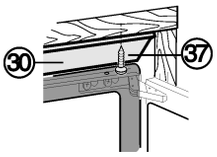

*Fig. 34*
▶ De opvulstrook *Fig. 34 (30)* onderaan met twee schroeven *Fig. 34 (37)* op de bovenkant van het meubel vastzetten.